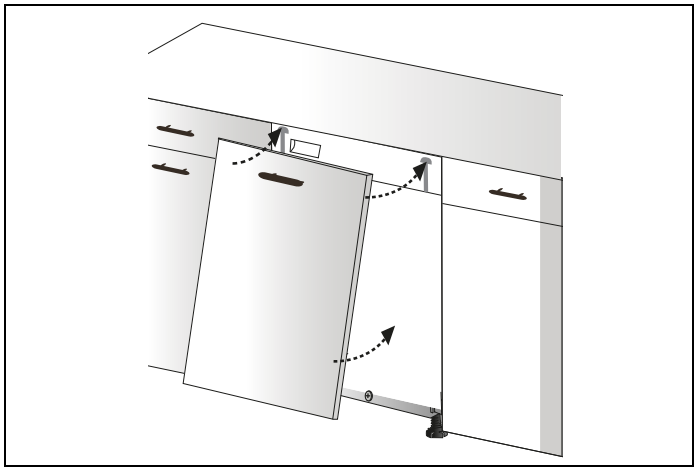

Fig. 27
7) Los plásticos de montaje situados en la puerta de madera están equipados con el lavavajillas correspondiente a las descargas situadas en el panel de control y se montan como se muestra en la Fig. 27 .